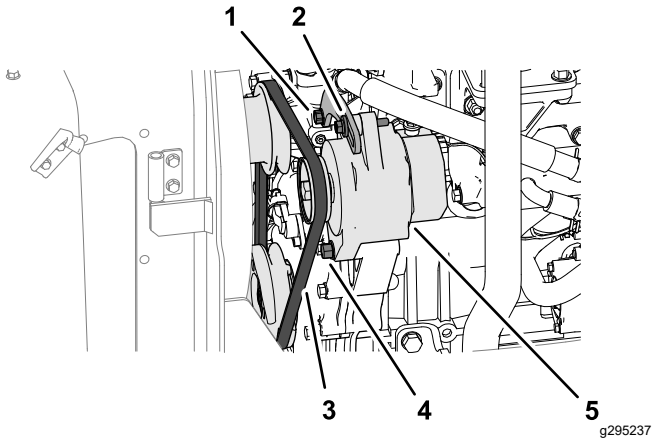

Figur 69
1. Tryck ned generatorremmen med en kraft på 10 kgf (Figur 69), mitt emellan drivskivorna.
- Om remmens nedböjning är mindre än 10 mm lossar du generatorns axelbult och spännskruv (Figur 69) och minskar remspänningen.
- Om remmens nedböjning är större än 10 mm lossar du generatorns axelbult och spännskruv (Figur 69) och ökar remspänningen.
Obs: Lossa vid behov spännbrickskruven (Figur 69).
3. Dra åt skruvarna (Figur 69).